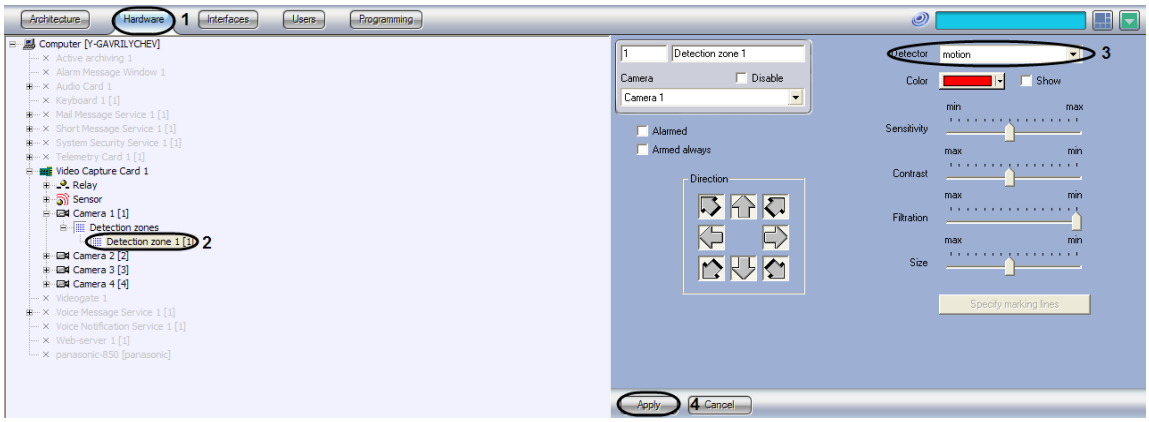

Figure 8.4-54. Detector registration
1. Go to the "Hardware" tab in the "System settings" dialog box (Figure 8.4-54, 1).
2. Select the "Camera" object, corresponding to the camera to process video from which a detection tool is connected and configured, in the objects tree of the "Hardware" tab (Figure 8.4-54).
3. Create the "Detection zone" object on the base of the "Camera" object. The settings panel for the "Detection zone" object appears on the right of the "Hardware" tab (Figure 8.4-54, 2).
5. Click the “Apply” button (Figure 8.4-54, 4).